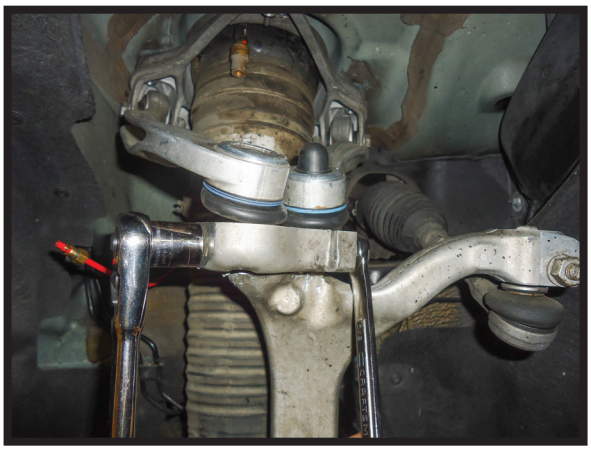

FIGURE 6
7. LOOSEN AND REMOVE THE PINCH BOLT HOLDING THE UPPER CONTROL ARMS TO THE SPINDLE ASSEMBLY. (FIGURE 6)